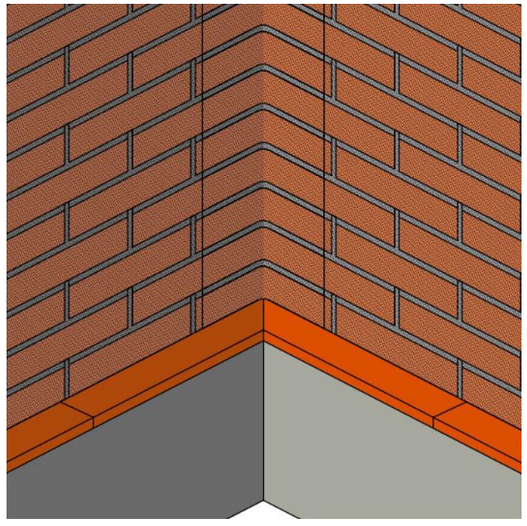

Рис. 24. Устройство внутренних углов при помощи угловых элементов.
8.3.3 Оформление внутренних углов при помощи угловых элементов необходимо устраивать аналогично внешним углам с той лишь разницей, что загиб угловых элементов следует осуществлять в противоположную сторону (рис. 24).